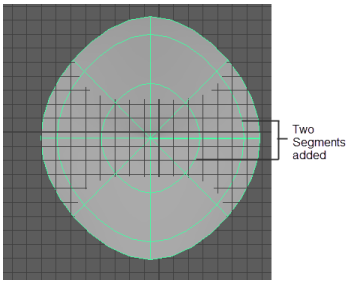

Figure 4-49 *The two new isoparms added*
9. Insert two new isoparms on *hat*, as discussed in steps 4 and 5. Figure 4-49 displays two isoparms added to *hat* in the bottom viewport.